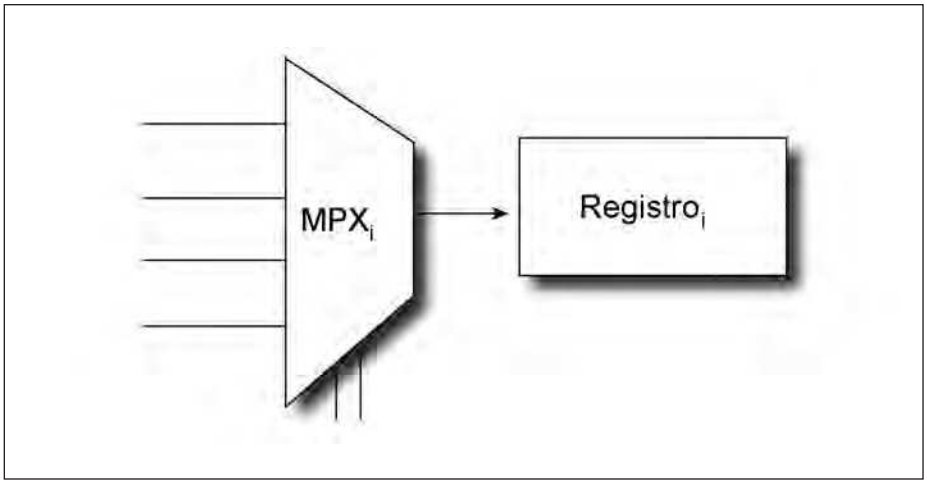
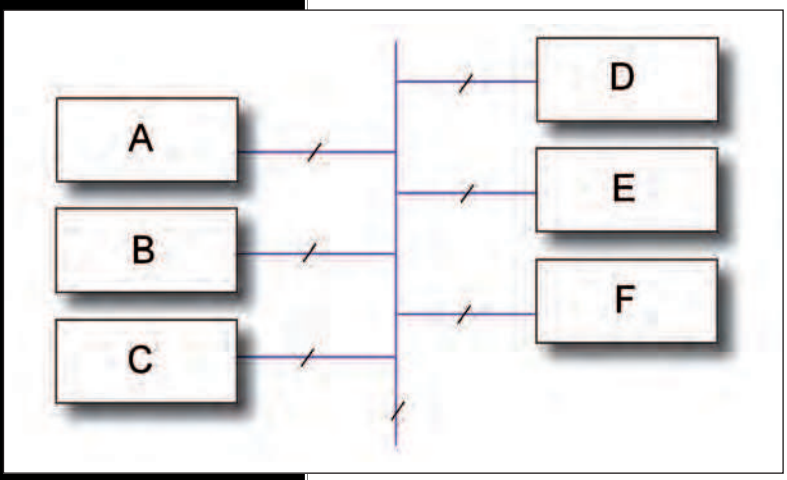

Figura 2: CPU, possibile schema.
Figura 3: CPU, un altro possibile schema.
cupa di caricare, da uno dei dischi, il sistema operativo (Windows, Linux, Leopard ecc...) e svolge funzioni di configurazione e controllo delle varie componenti, fino a portare il PC nelle condizioni di essere pienamente operativo. Poiché il BIOS è di fatto un programma, normalmente memorizzato su una ROM (Read Only Memory) riscrivibile di tipo Flash, è possibile aggiornarlo ("flashare il BIOS") tramite appositi programmi reperibili sul sito Web del produttore della scheda madre. La CPU è una "macchina" di scopo generale: sa fare un certo numero di operazioni e, tramite queste, è in grado di risolvere pressoché ogni problema. Le istruzioni che la CPU deve eseguire per risolvere un problema, in quanto macchina generica, devono essere assunte dall'esterno, in particolare dalla memoria RAM mediante una sequenza nota come Fetch. L'istruzione prelevata viene inserita nell'Instruction Register (IR) e qui è pronta per essere eseguita. I vari componenti della CPU (ALU, registri, CU,...) devono, per poter operare, comunicare tra loro. Un modo per realizzare tale comunicazione potrebbe essere quello di **figura 2**. Qui le linee di ingresso del multiplexer arrivano dalle uscite dei registri e le linee di selezione arrivano dalla CU. In questo modo si ha la possibilità di fare, ad esempio, due trasferimenti contemporanei da due registri a due destinazioni arbitrarie. Un modo alternativo, meno costoso dal punto di vista del numero di componenti, è quello di **figura 3**.